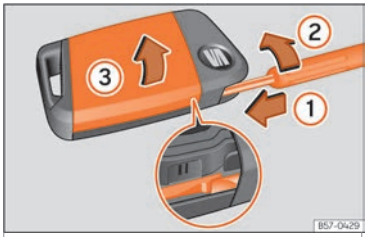

Fig. 87 Vehicle key: opening the battery compartment cover.
- Insert a flat blade screwdriver into the vehicle key, through the outer guide of the emergency key, approx. 1 cm in the direction of the arrow ››› Fig. 87 ①.
- Turn the screwdriver clockwise until the cover opens ››› Fig. 87 ②.
- Open the cover in the direction indicated by the arrow ››› Fig. 87 ③ and remove it ››› ❗.